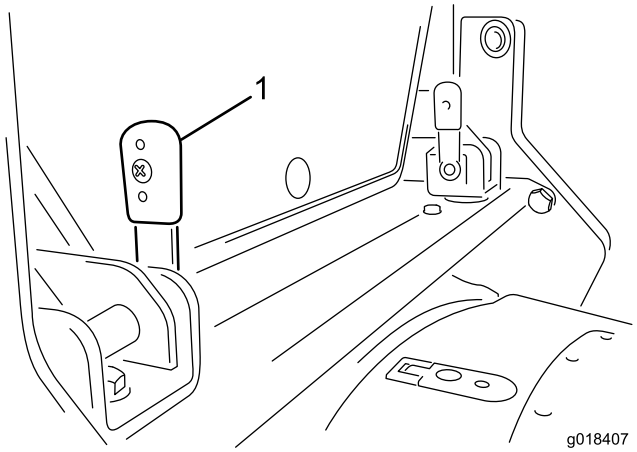

Figure 12
1. Tournez vers le haut les deux leviers de verrouillage situés sur la traverse à l'arrière de la cabine (Figure 12).
3. Les leviers étant en position verticale (Figure 12), poussez-les à travers les supports.